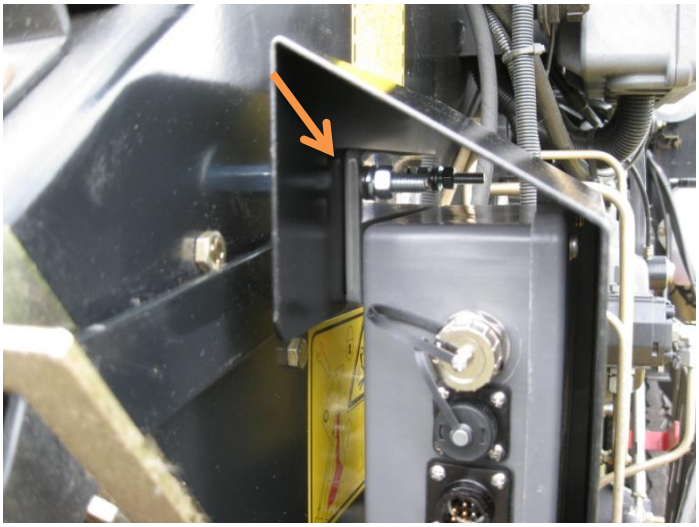

Figure 4
7. Before tightening hardware install the DCP shield (001-5650X) over the top two 5/16” bolts between the fender washers and the mounting plate of the DCP. Tighten all hex nuts (Figure 4).